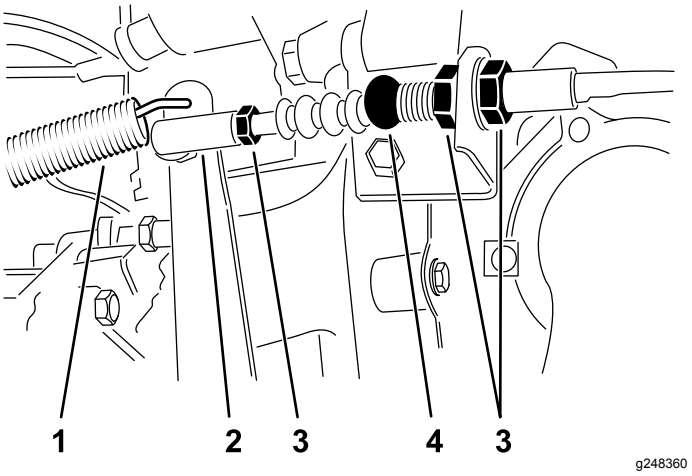

**Bild 63**
1. Lösen Sie die Klemmmuttern, mit denen das Kupplungskabel an der Halterung am Glockengehäuse befestigt ist (Bild 63).